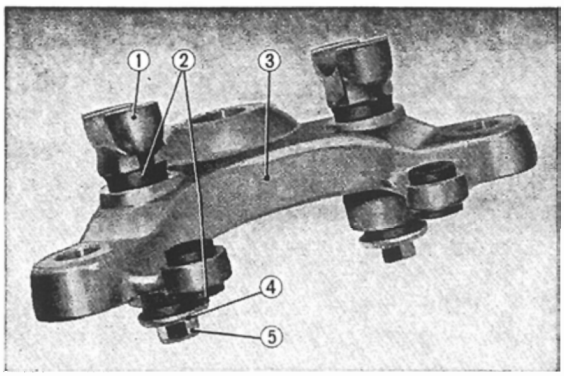

Fig. 4.13 Component parts of fork top bridge
5. Unscrew the 10 mm hex nut and remove the front fork washer, handle bar cushion rubbers and the handle bar pipe under holders from the front top bridge. **(Fig. 4.13)**